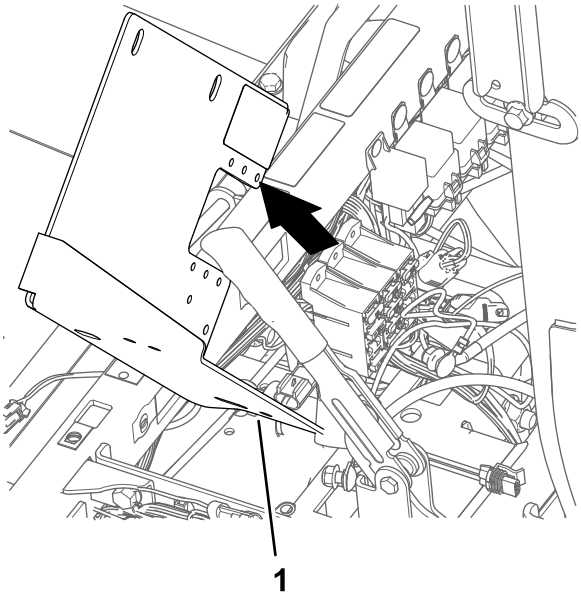

Rysunek 172
6. Wyjmij wspornik akumulatora z maszyny (Rysunek 172).